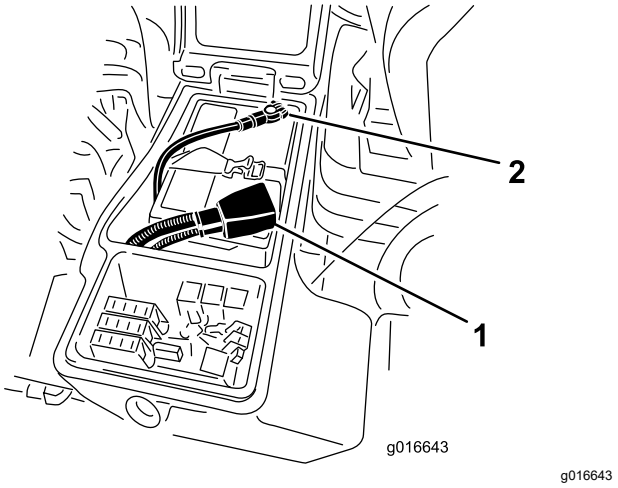

Figuur 95
6. Bevestig de pluskabel (rood) aan de klem van pluspool (+) van de accu en de minkabel (zwart) aan de klem van minpool (-) van de accu (Figuur 95).